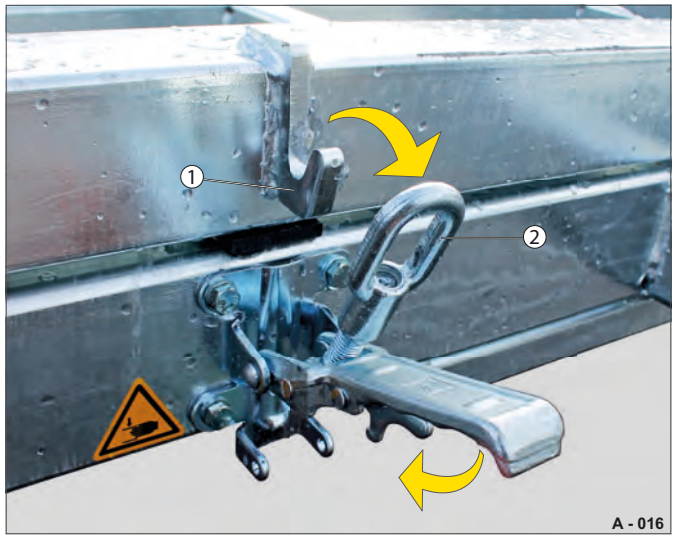

Fig. 4 Tromlestativ låst op
▶ Frigør øjet (Fig. 4 /2) fra krogen (Fig. 4 /1).